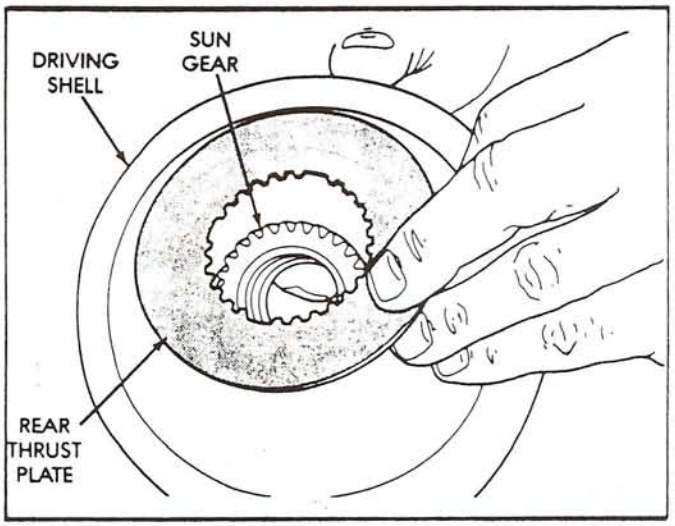

Figure 78
10. Insert sun gear into the driving shell as shown in Figure 78, and install the rear thrust plate (See Figure 78).